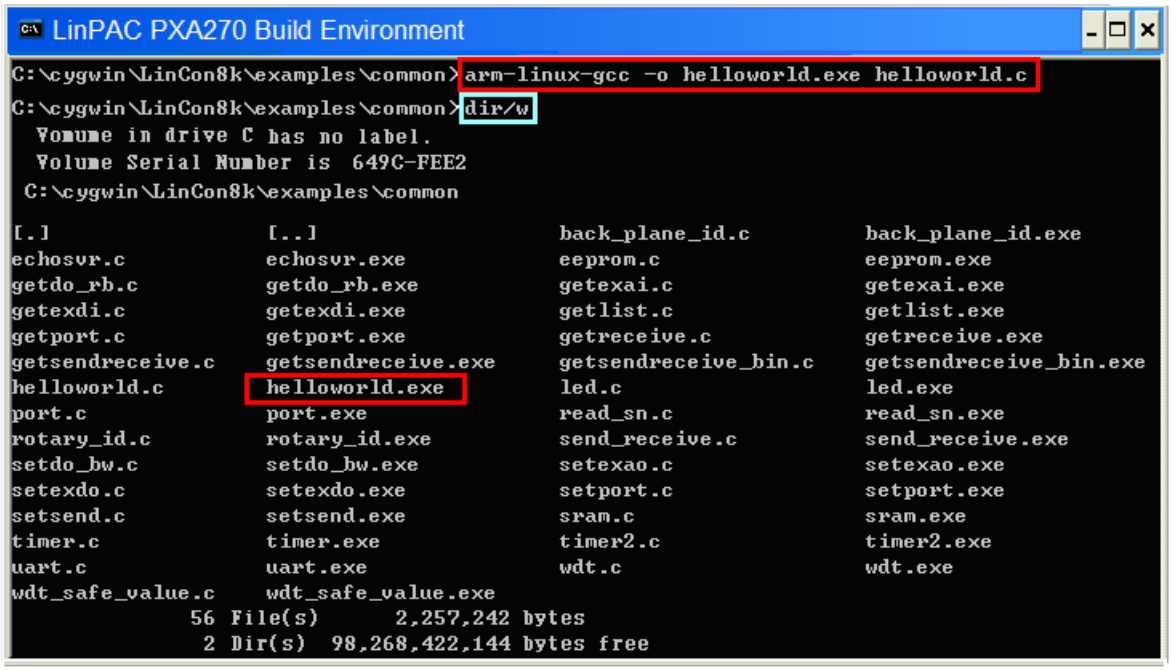

Fig. 5-3
(2) Type the command "**arm-linux-gcc –o helloworld.exe helloworld.c**" to compile helloworld.c into helloworld.exe, then type "**dir/w**" to display the contents of the directory and confirm that the helloworld.exe file has been created. (Refer to Fig. 5-3)